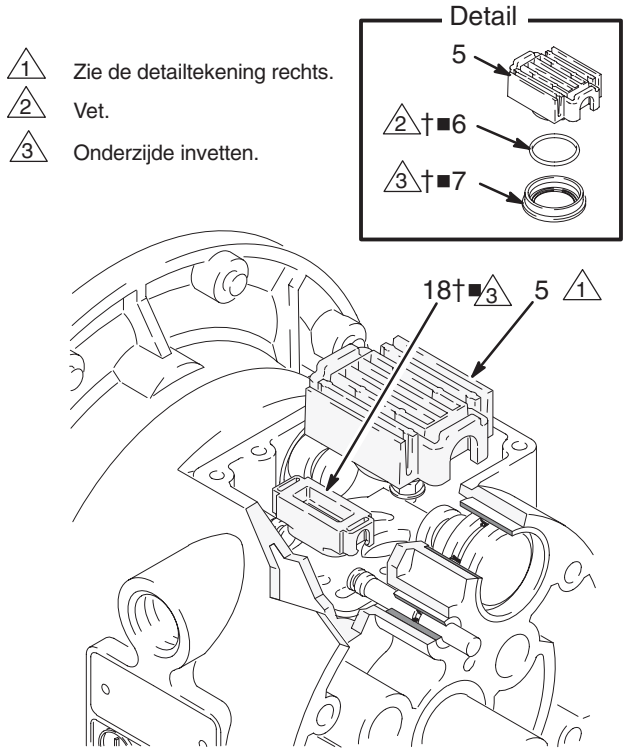

Afb. 9 02642
3. Schuif de klephouder (5) in de middenpositie en trek die uit de holte. Verwijder het luchtventielblok (7†■) en de o-ring (6†■) uit de klephouder. Trek met behulp van een punttang het stuurblok (18) recht omhoog uit de holte. Zie Afb. 9.
7. Vet de onderzijde van het stuurblok (18†■) in en plaats het zo dat de uitstulpingen in de groeven in de uiteinden van de paspennen klikken (16). Zie Afb. 9.
8. Vet de o-ring (6†■) in en plaats die in de klepblokkering (7†■). Duw de blokkering op de klepslede (5). Vet de onderzijde van de klepblokkering in. Zie Afb. 9.
9. Plaat de klephouder (5) zodat de uitstulpingen in de groeven in de uiteinden van de drijfstangen (11) klikken. Zie Afb. 9.